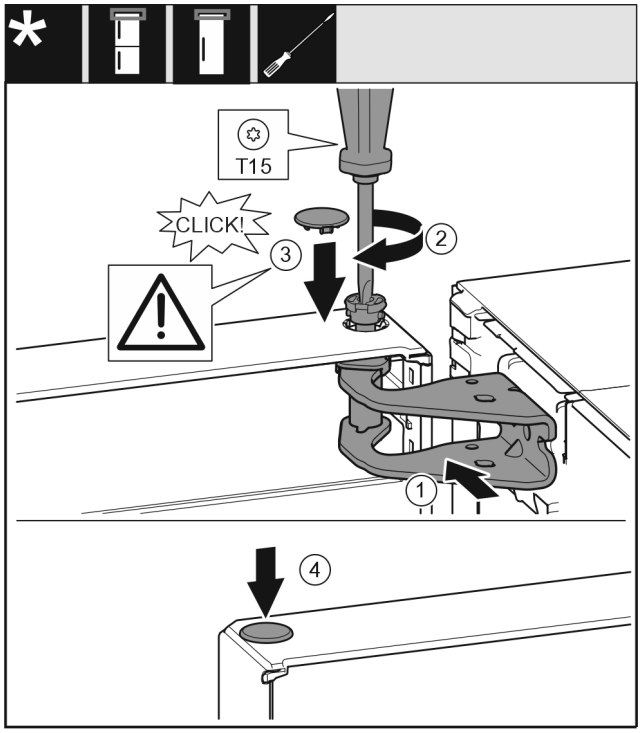

Fig. 21
▶ Vrata zgoraj poravnajte z odprtino v ležajnem podstavku *Fig. 21 (1)*.
▶ Vstavite sornik *Fig. 21 (2)* in ga zategnite z izvijačem.
▶ Vstavite pokrov *Fig. 21 (3)*.
▶ Preverite, ali pokrov *Fig. 21 (3)* pravilno leži na vratih.
▶ Vstavite pokrov *Fig. 21 (4)*.